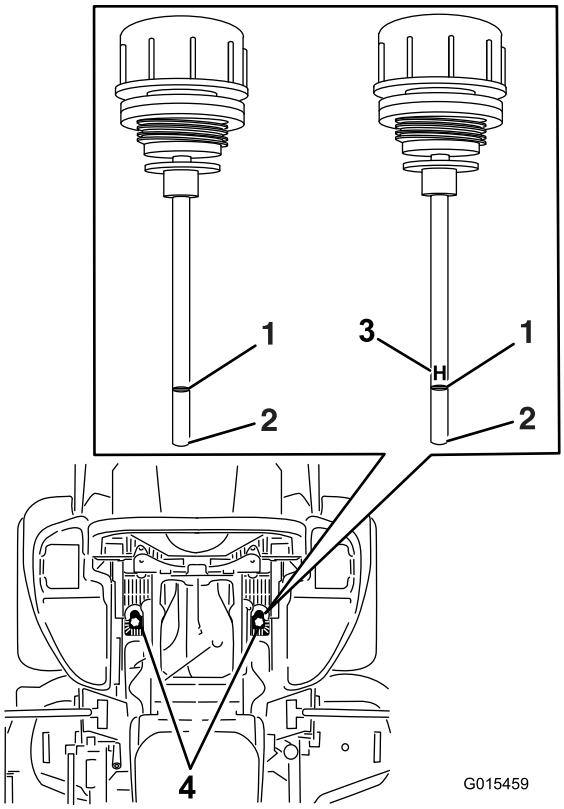

Figur 82
6. Rengjør området rundt peilepinnene på hydraulikksystembeholderne (Figur 82).
7. Ta ut en peilepinne fra hydraulikkbeholderen (Figur 82).
9. Dra ut peilestaven, og se på enden (Figur 82). Hvis oljenivået er ved fyll på-merket, hell sakte nok olje i hydraulikkbeholderen for å fylle nivået til full- eller **H**-linjen.